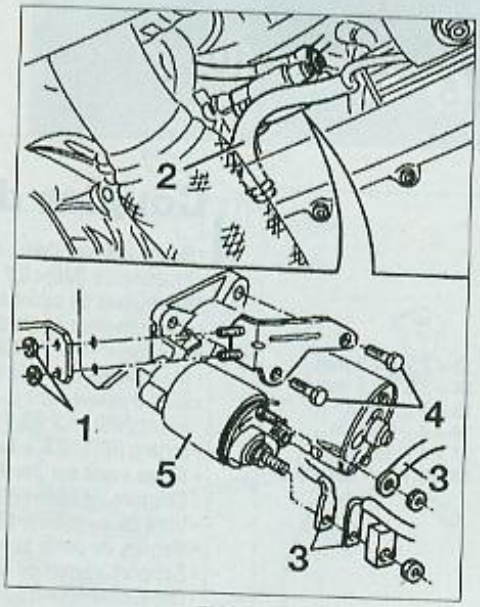

FIG. 15
- Déposer les écrous (1) (Fig.15).